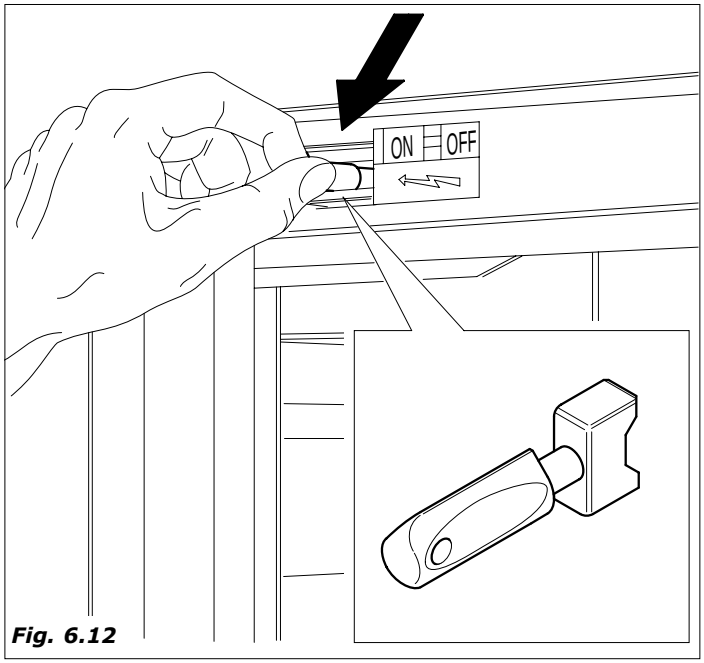

Fig. 6.12
E' possível, para o pessoal tecnico instalador, operar assim, introduzindo a especial chavinha em plástica, em dotação ao distribuidor automático, no interuptor porta, virando-a de 90° *(Fig.6.12)*.
– introduzir a chavinha no interruptor porta *(Fig.6.12)*